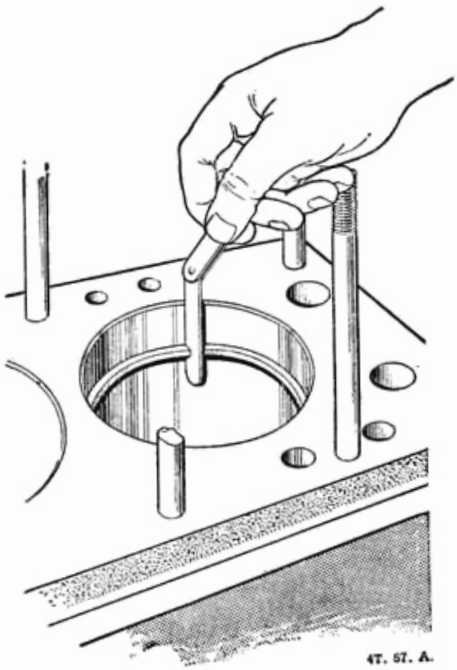

Fig. A.25.
(7) Piston rings should have a gap clearance (see **'GENERAL DATA'**) when installed in the cylinder bores. If new rings are being installed, each ring should be checked in the cylinder bore to determine whether its gap clearance is within the range specified. To do this, use the bottom of a piston to insert the ring part way into the bore. The ring will be squared up in the bore to measure the gap clearance as shown in Fig. A.25. To check the ring clearance in the piston grooves, install the rings on the pistons and determine the clearances with a feeler gauge. If the piston ring grooves, are worn excessively, as indicated when comparing the actual clearances with those given under **'GENERAL DATA'**, renew the rings and pistons.
(8) Gudgeon pins should be a hand push fit in the pistons. The fit can be checked after the rod has been assembled by holding the piston with the connecting rod in an approximately horizontal position. The weight of the large end of the connecting rod should be just insufficient to turn the gudgeon pin in the piston. On no account must gudgeon pin piston bosses be reamed out: oversize gudgeon pins are not supplied or allowed.